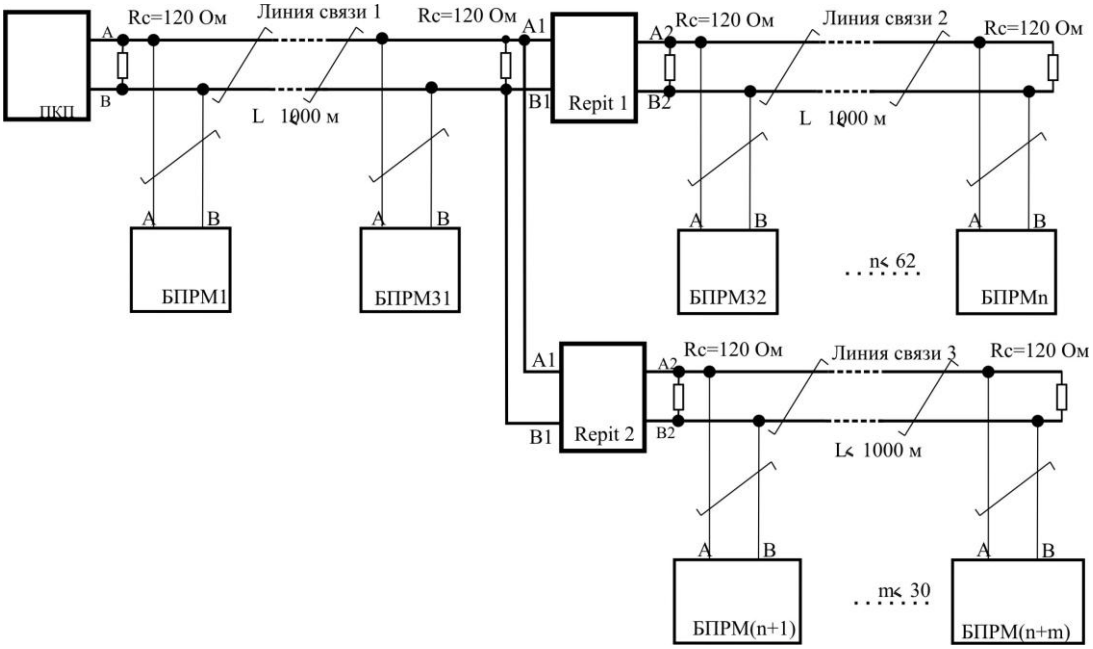

Рис. 4.12
4.3.5 Репитеры имеют возможность объединения друг с другом* для получения сети топологии "звезда", при этом необходимо осуществить гальваническую развязку между лучами звезды (рис. 4.12), используя соответствующие репитеры.